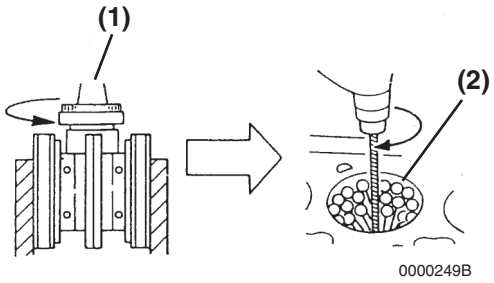

Figure 6-82
2. **Honing** - Minor cylinder imperfections may be corrected by using a rigid cylinder hone **(Figure 6-82, (1))**. Be sure not to exceed the maximum cylinder bore specification.
Deglazing - A used cylinder that did not require boring or honing, should always be deglazed with a ball hone **(Figure 6-82, (2))** before installing new piston rings. This will properly prepare the cylinder surface to allow new piston rings to seat properly.
- Use a 300-grit hone at 300 - 1200 rpm **(Figure 6-82)**.